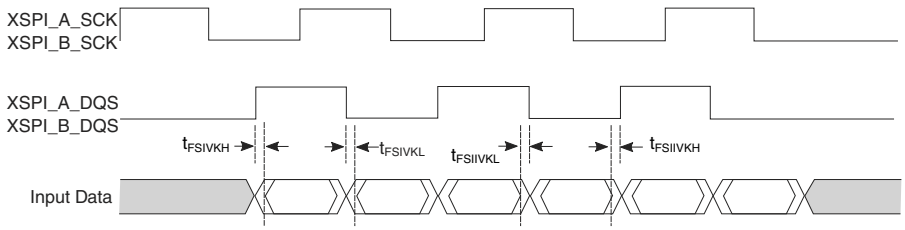

Figure 28. FlexSPI input AC timing - DDR mode with an external DQS
5. See Figure 28. on page 109.